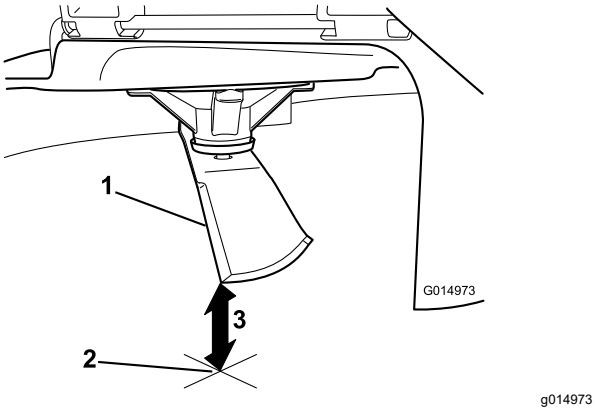

**Figur 106**
5. Mål fra spidsen af skærekniven til den plane overflade (Figur 106).